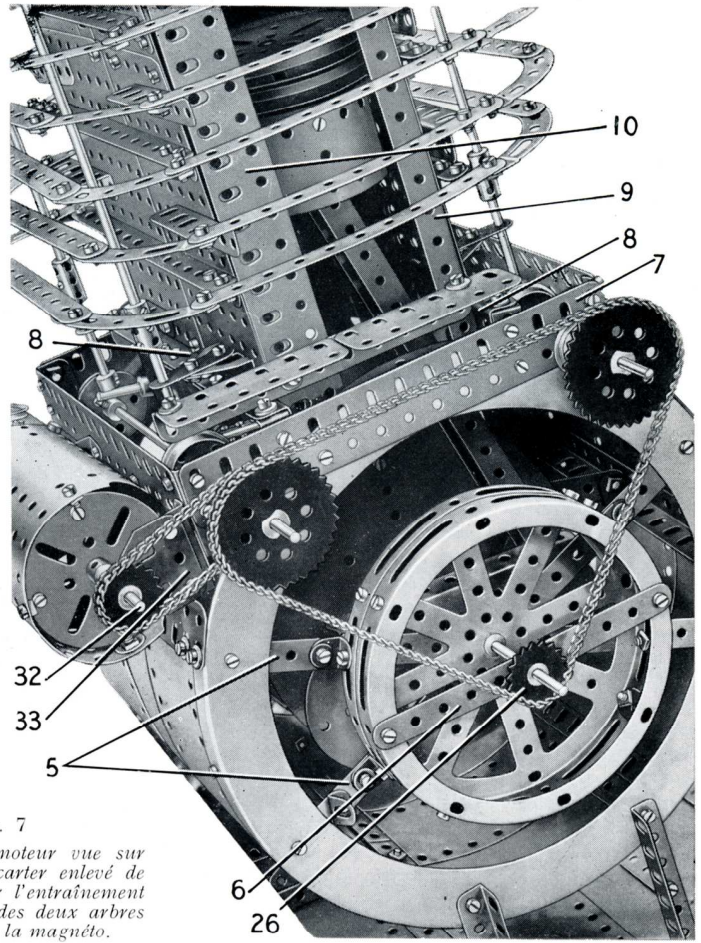
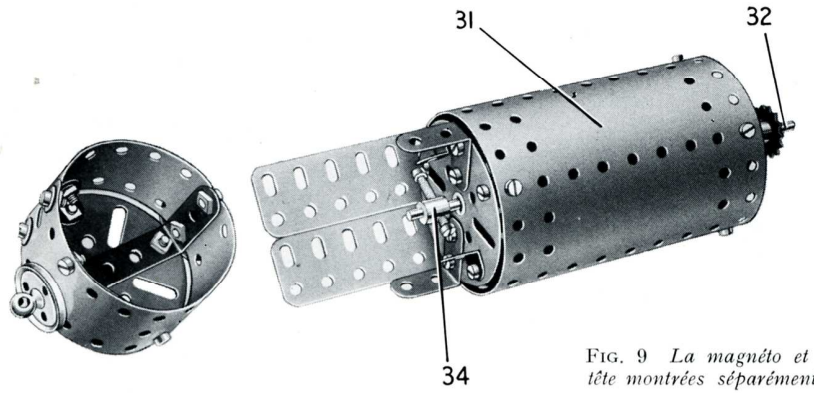

Fig. 7
FIG. 9 *La magnéto et sa tête montrées séparément.*
Les arbres à cames sont entraînés par une chaîne Galle et une roue de chaîne de 18 dents (26) (fig. 7) fixée à une extrémité du vilebrequin. La chaîne passe autour de deux roues de chaîne de 36 dents fixées chacune sur l'un des deux arbres à came. L'arbre à came et le système de soupapes se construisent de façon identique de chaque côté du modèle, et chaque arbre à came est une tringle de 29 cm. tenue dans les poutrelles plates (7) par des poulies de 25 mm. Deux roues à boudins de 28 mm. (27) (fig. 2) sont fixées sur la tringle. Les taquets (28) (fig. 2) sont formés chacun par une tringle de 2,5 cm. tenue dans un accouplement fixé sur une tringle de 5 cm. Ces tringles de 5 cm. passent dans des équerres de 25×25 mm. et dans des équerres renversées de 25 mm. boulonnées sur la cornière (8) (fig. 2
La magnéto est une chaudière (31) (fig. 9) légèrement ouverte et réunie à un plateau central à chaque extrémité par des équerres. Une tringle de 16,5 cm. (32) tourne dans les moyeux des plateaux centraux, ainsi que dans une embase triangulée plate (33) (fig. 7) qui est fixée sur une cornière de 3 trous boulonnée sur l'un des côtés du carter du vilebrequin. La tringle est tenue en place par une moitié d'embrayage et une roue de chaîne de 18 dents qui est entraînée par une chaîne Galle depuis une roue de chaîne identique fixée sur l'un des arbres à came. Un collier avec tige filetée (34) (fig. 9) qui porte un boulon de 12 mm. et un boulon ordinaire est fixé à l'autre extrémité de la tringle. Deux équerres ordinaires boulonnées sur le plateau central situé du même côté que le collier avec tige filetée sont ajustées de telle sorte que le boulon de 12 mm. les effleure en tournant. Deux équerres de 25×25 mm. sont boulonnées sur ce plateau central et servent à tenir la tête de la magnéto.